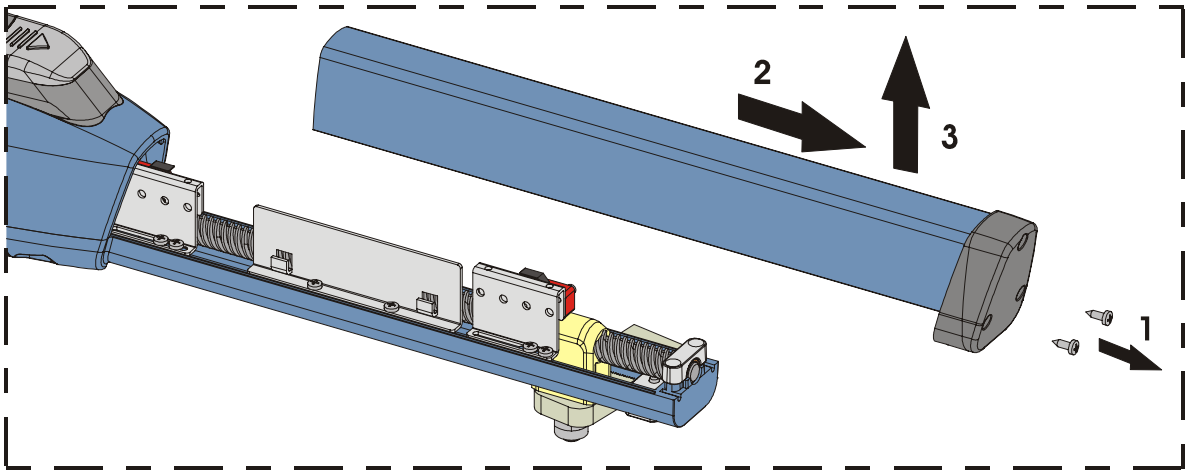

Fig. 23
1) Unscrew both lower screws of the front cap and remove the cover, Fig.23.